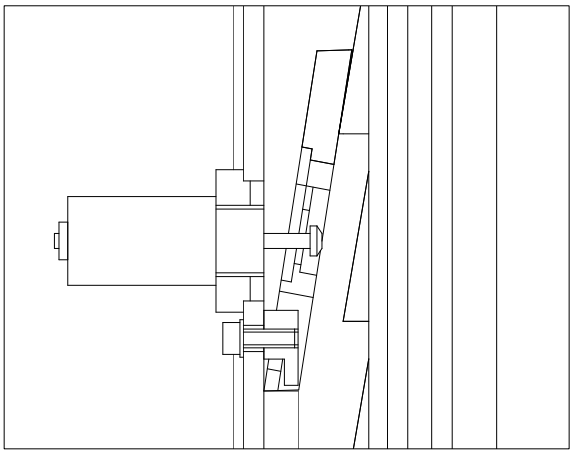

Fig. 33
• Installare i dispositivi di sicurezza, comprendenti elettromagnete, piastra di bloccaggio e gancio, secondo la Fig. 33.